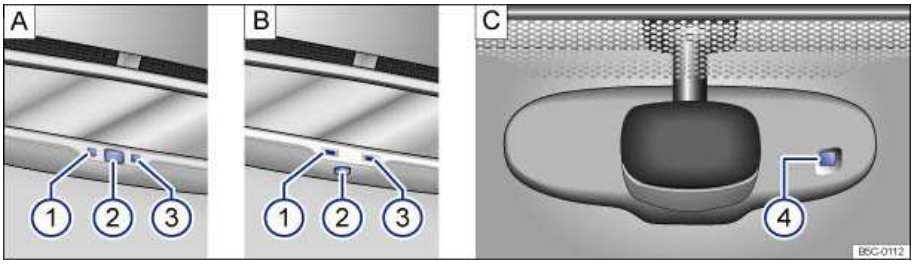

Fig. 90 Self-dimming rearview mirror (if equipped).
Key to fig. 90:
- One sensor on the side facing the interior to measure light from *the rear* of the vehicle ⇒ fig. 90 **A** (3) or ⇒ fig. 90 **B** (3).
- One sensor on the side facing the windshield to measure light from *the front* of the vehicle ⇒ fig. 90 **C** (4).